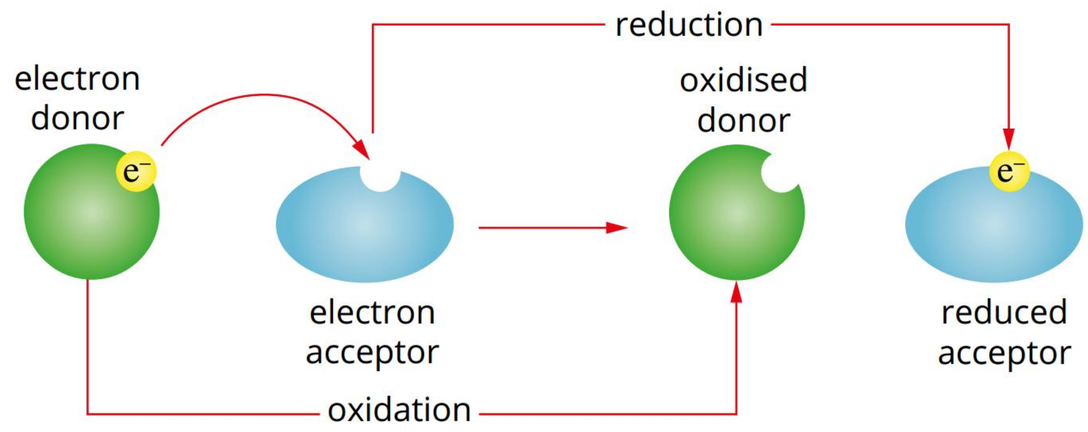

FIGURE 1.17.2 Creating visual representations in the form of concept maps is an effective revision and study tool.
- employing scatterplots, mind maps or concept maps to organise key information (Figure 1.17.2).